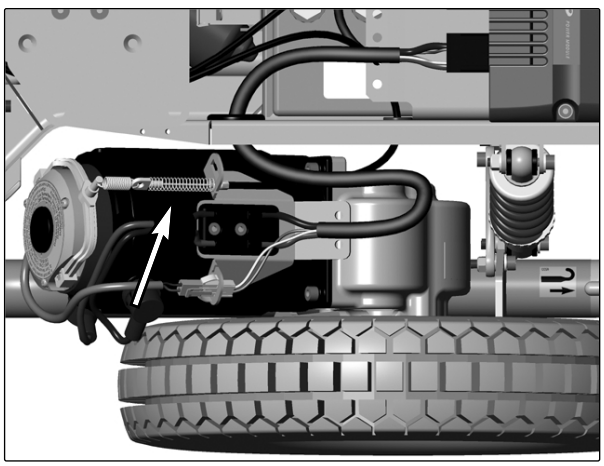

Abb. 44. Montieren des Kabelzugs der Bremsfreigabeeinheit.
6. 7. Montieren Sie den Bremsentriegelungsdraht, s. Abb. 44.